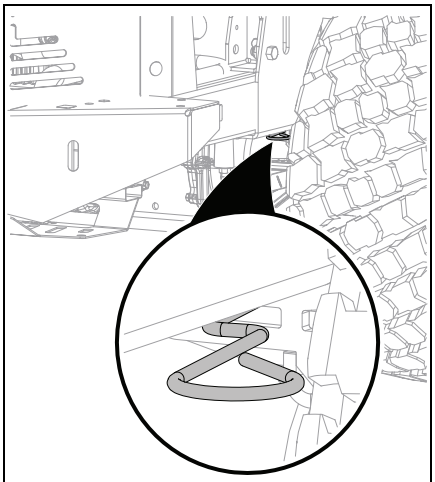

Figure 26
2. Pull both transaxle bypass levers out into bypass position. See Figure 26.